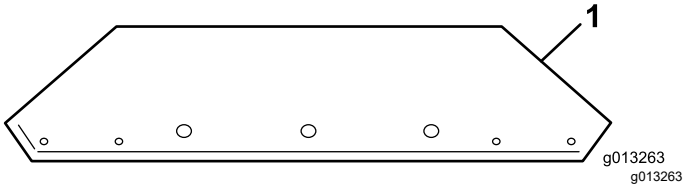
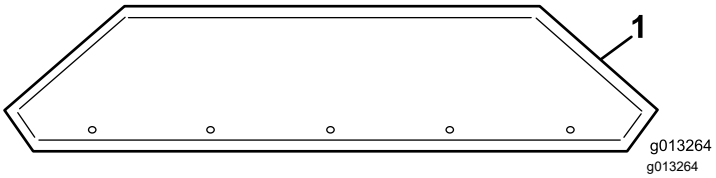

Figuur 12
Figuur 13
1. Neem de uitbreidingen van de hopper uit de kist en ga na welke de voorste en welke de achterste is (Figuur 12 en Figuur 13).